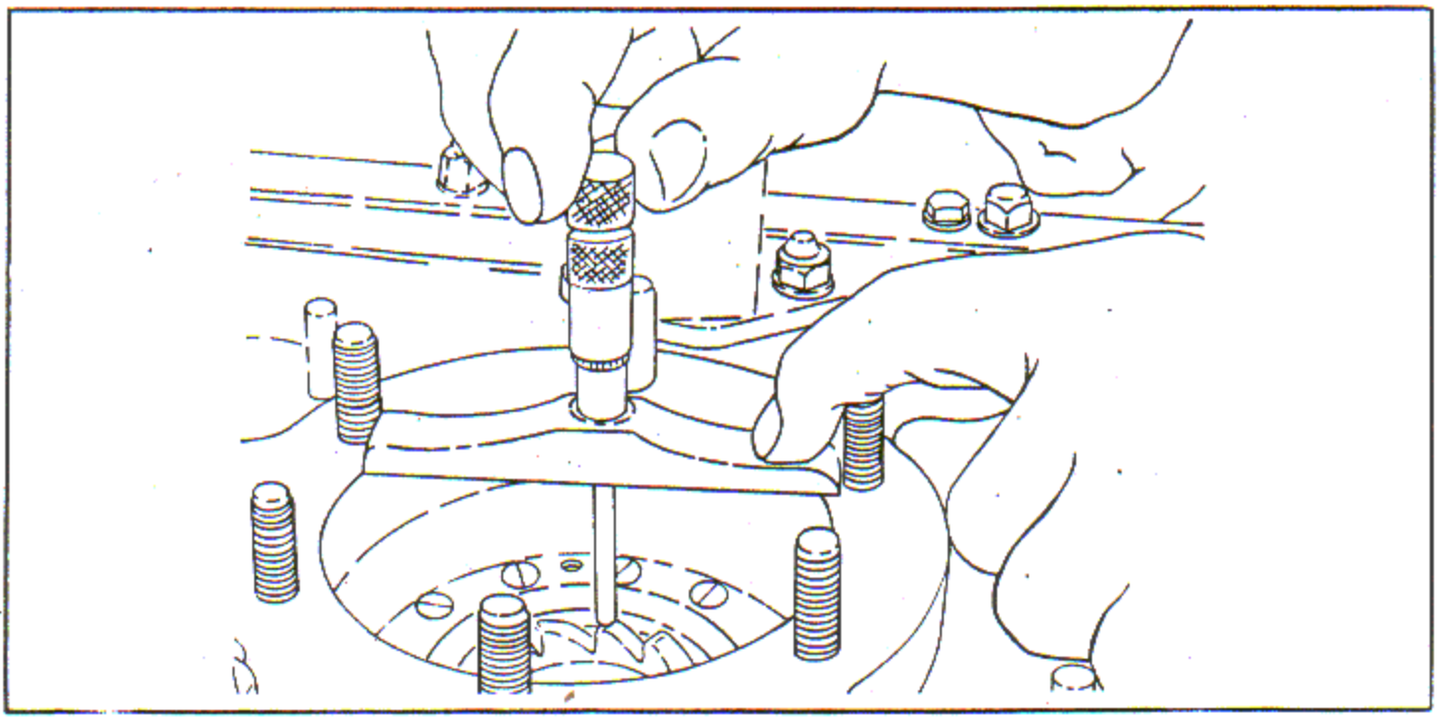

Figure 7-55. Measuring Distance from Starter Pad to Face of Starter Coupling
k. Measure the distance from the starter pad to the tip of the starter coupling jaw and compare with reference 450, Table of Limits, Section IX. Use a depth gage. See figure 7-55. If the clearance is incorrect, select a starter coupling spacer to bring the clearance within limits.
i. Using a depth gage measure the distance from the starter pad to the tip of a starter coupling jaw and compare with reference 450 in the Table of Limits, Section IX. If clearance is incorrect, select a starter coupling spacer to bring clearance within the limits specified. See figure 7-55.